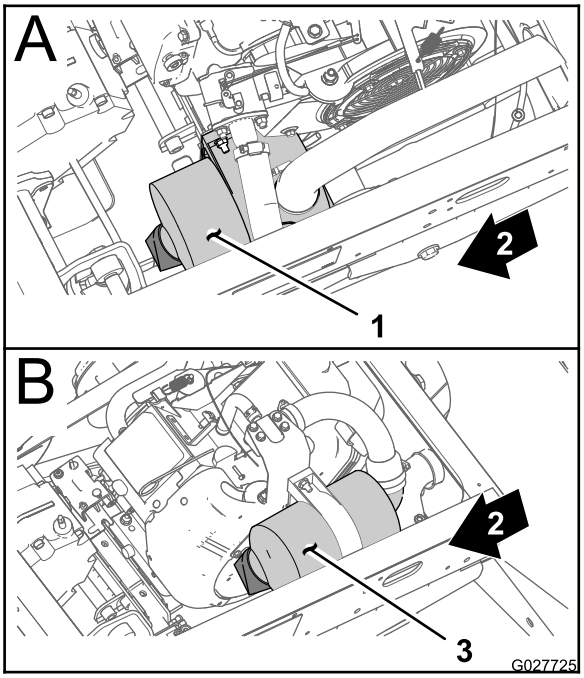
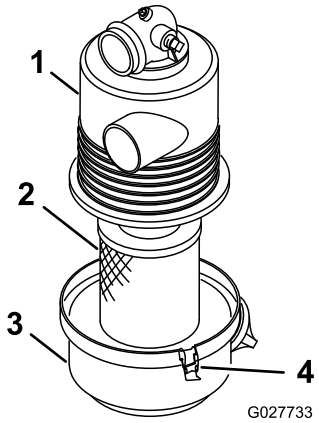

Figura 35
Figura 36
2. Inspeccione la carcasa del limpiador de aire por si hubiera daños, que podrían causar una fuga de aire. Asegúrese de que la tapa hace un buen sello alrededor de la carcasa del limpiador de aire (Figura 35 y Figura 36).
3. Abra los enganches que sujetan la tapa del filtro de aire a la carcasa del filtro de aire (Figura 36).
4. Separe la tapa del filtro de aire de la carcasa del filtro de aire, y limpie el interior de la tapa (Figura 36).
3. Instale el elemento del filtro de aire en la carcasa del filtro de aire (Figura 36).
4. Alinee la tapa del limpiador de aire con la carcasa del limpiador de aire (Figura 36).
5. Sujete la tapa a la carcasa con los enganches (Figura 36).